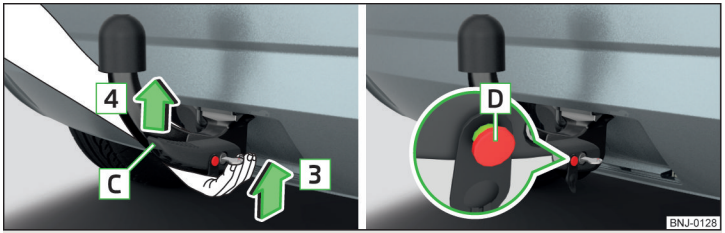

Fig. 155 **Colocar barra de cabeza esférica / perno de desbloqueo en el estado desplegado**
- › Agarre la barra de cabeza esférica **desde abajo** » fig. 155 y encájela en la cavidad de alojamiento siguiendo el sentido de la flecha 3 hasta que se encastre de forma audible » !.